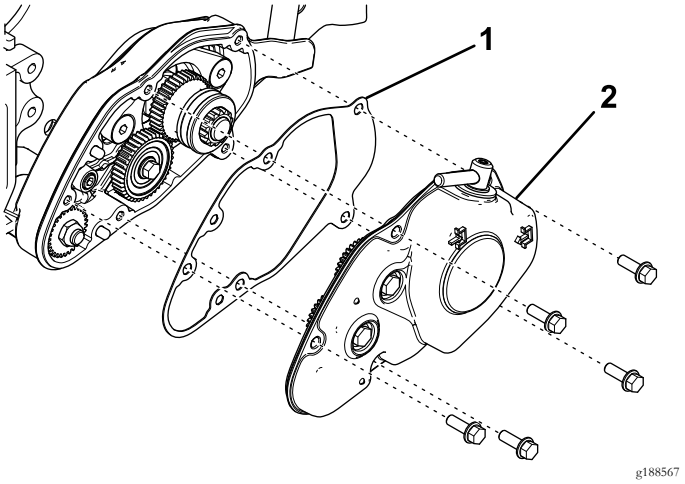

図 1
3. グルーマハウジングのカバーとガスケットを取り外す図 1。